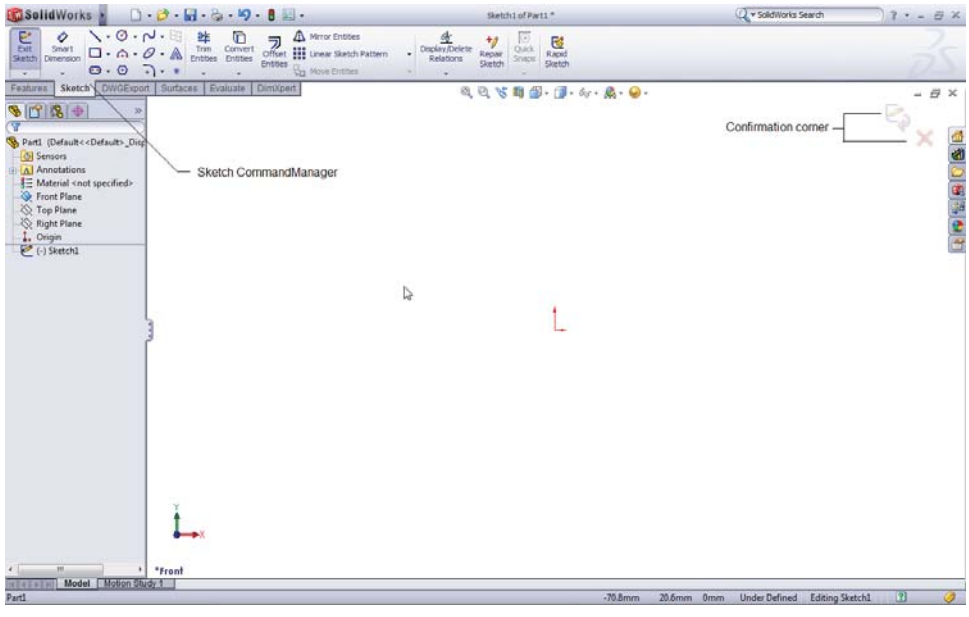

Figure 2-7 *The screen display in the sketching environment*
3. Next, select the **Front Plane** as the sketching plane in the drawing area; the sketching environment is invoked and the selected plane is oriented normal to the view. By default, there are two arrows at the origin that indicate the X and Y axis directions of the current sketching plane. Also, a confirmation corner is displayed with the **Exit Sketch** and **Cancel Sketch** options at the upper right corner of the drawing area, refer to Figure 2-7.